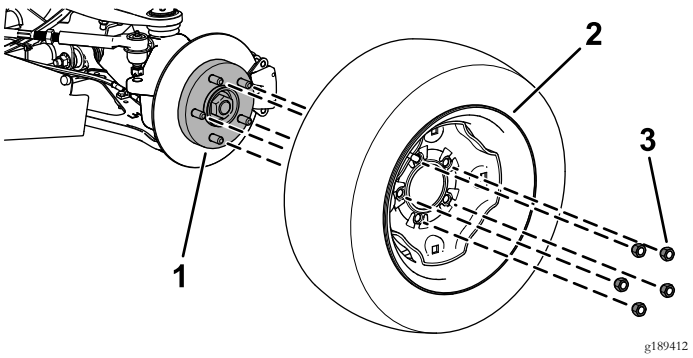

Figur 2
2. Fjern hakemutterne som fester hjulet til navet (Figur 2).
1. Monter hjulet på navet med hakemutterne du fjernet tidligere (Figur 2).